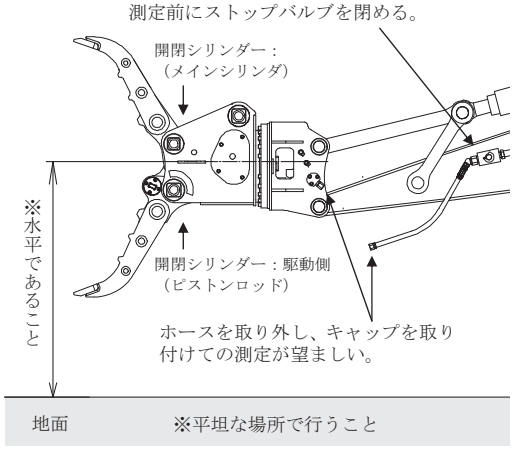
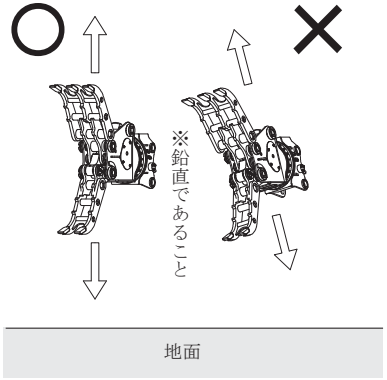

図 7-7-1　開閉シリンダーの伸縮量測定
図 7-7-2　開閉シリンダーの伸縮量測定
①エンジンを始動させ、アタッチメントの開閉シリンダーのメインシリンダが上側・開閉シリンダー駆動部（ピストンロッド）が下側（図 7-7-1 参照）の位置になるようアタッチメントを旋回させる。
②アタッチメントのフレーム中心が水平（図 7-7-1 参照）かつフレーム正面が鉛直（図 7-7-2 参照）になるように、アタッチメントの位置を調整する。
③アタッチメントのアームを最大開口まで開く。
④エンジンを停止させ、ストップバルブを閉める。（このとき、油圧ショベルアームに接続されたホースを取り外し、キャップを取り付けておくことが望ましい。）
⑤この状態で 5 分間放置してから、開閉シリンダーの伸縮量を測定する。